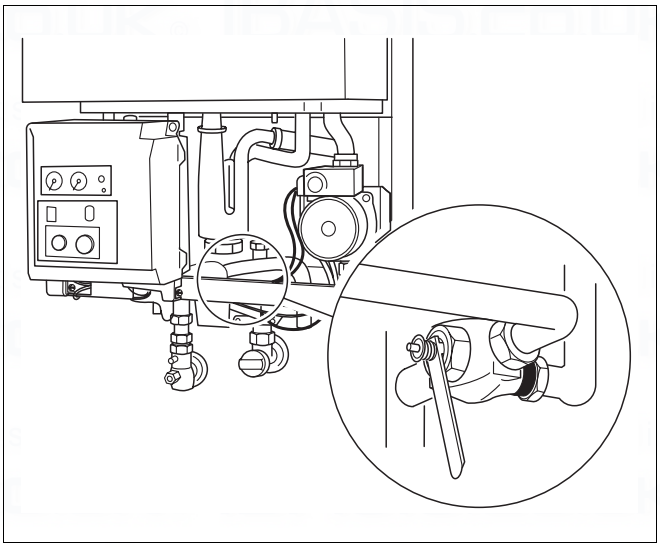

Fig. 83 600 - 11S / 19S / 24S / 24C: replacing the control valve
- Remove the control valve with a spanner and fit a new unit (fig. 83).